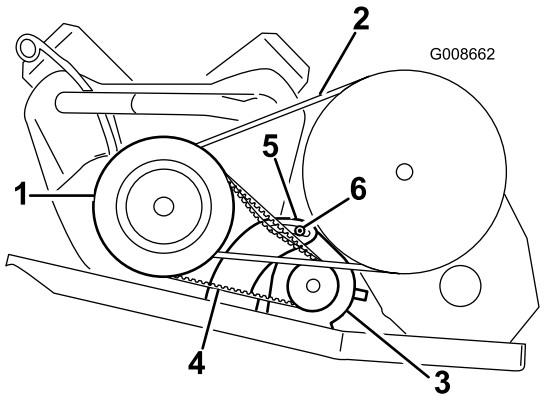

Figuur 47
2. Draai de ankerbout van de dynamo van de starter los (Figuur 47).
4. Kantel de starter in de sleuf totdat de riem 6 mm doorhangt als een kracht van 44 N wordt uitgeoefend (Figuur 47).
5. Draai de moer van de starter vast en verwijder de rolkoevoet (Figuur 47). Draai de moer vast met een torsie van 88–115 Nm.